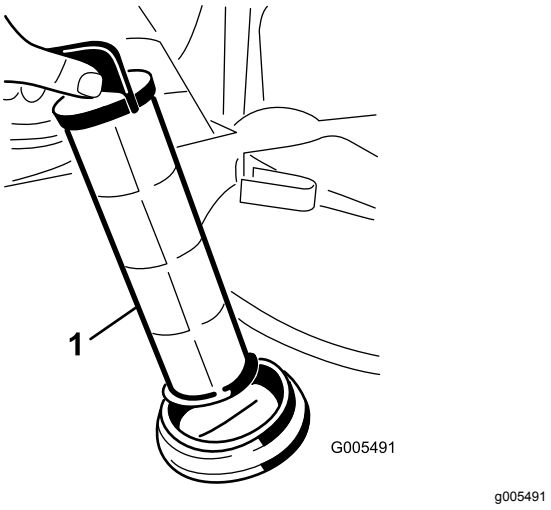

**Figur 49**
4. Træk sugefilteret ud af hullet (Figur 49).